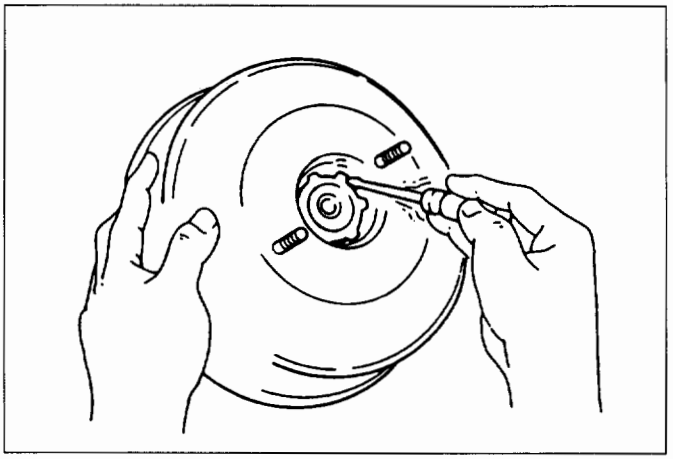

Fig. 5A1—4
- Remove retainer from vacuum booster front shell using a small screwdriver. Then gently draw plate and seal assembly out of the shell inside (Fig. 5A1-4).
- Set push rod gauge on vacuum booster, and apply negative pressure by means of vacuum pump so that the pressure in the vacuum booster becomes 500 mm Hg. (Fig. 5A1-5).